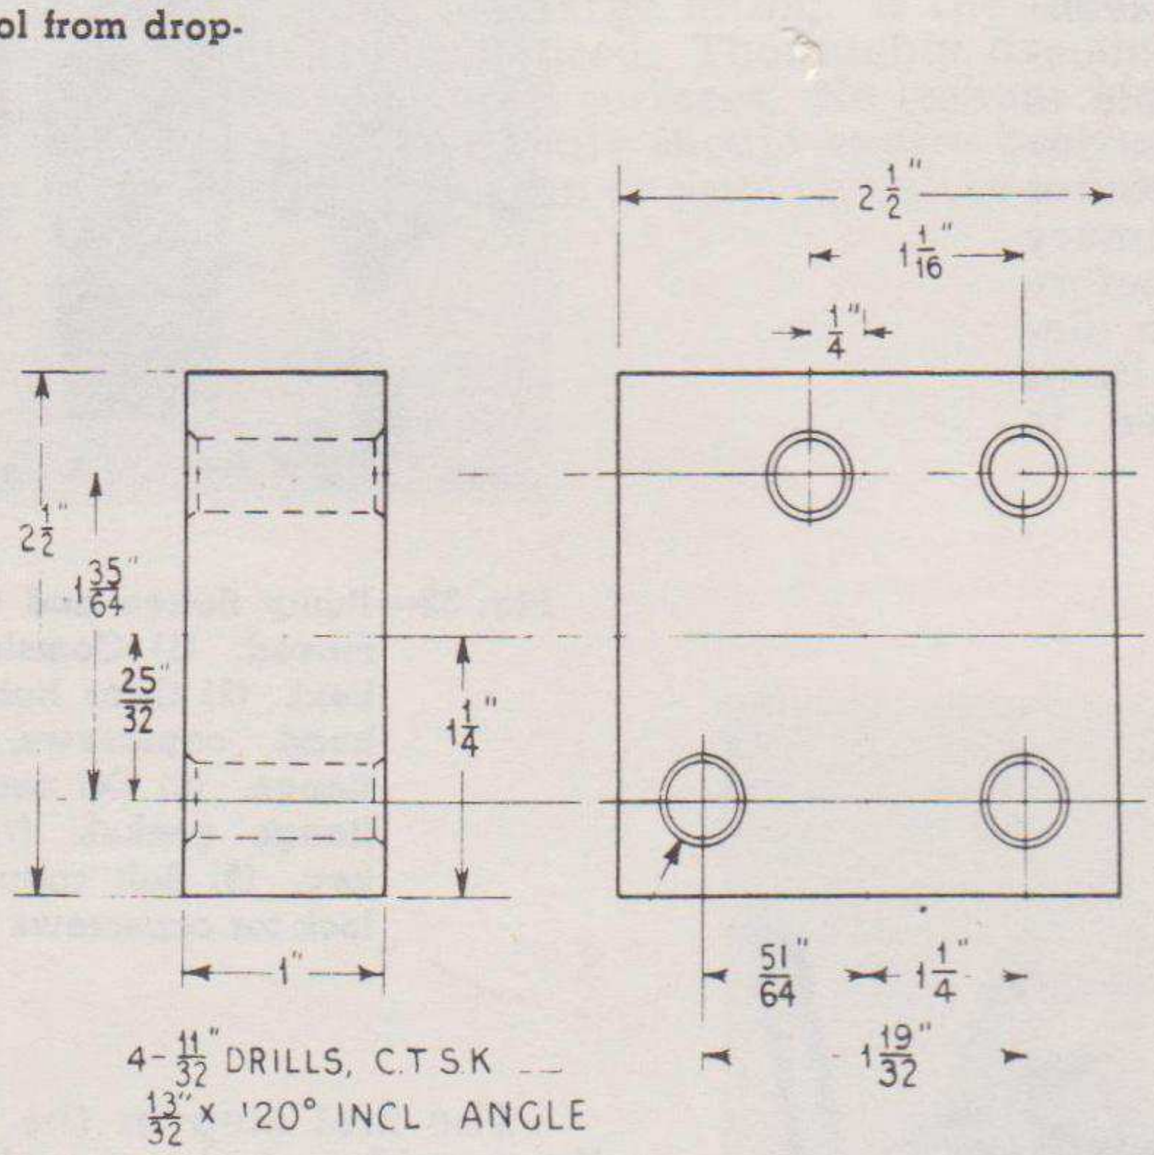

Fig. 66—Dimensions for making service tool to hold pump inverted on top of a vise.
With the plunger and distributor units removed as well as the bottom plate (1), Figure 27, the pump can be inverted and supported over a vise with the aid of a block as shown in Figure 64. The block is shown in Figure 65 and is dimensioned in Figure 66. It is not necessary to remove the side cover of the pump as shown in Figure 64 unless it is desirable to immediately remove all covers from the pump.